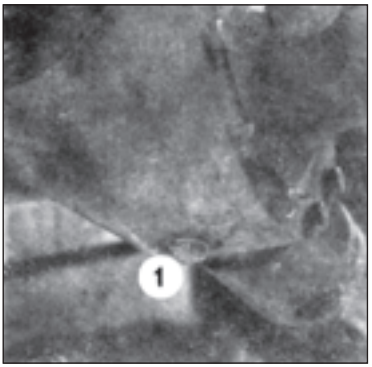

Fig. 217
8. The oil in the housing of the heavy front driven axle. The drain plug is at the bottom of the front driven axle housing (Fig. 217/1). The drain plug on tractors with a light front driven axle is placed in the front part of the axle housing (Fig. 213/2). The oil is filled into the light front driven axle through the filling hole (Fig. 213 1).